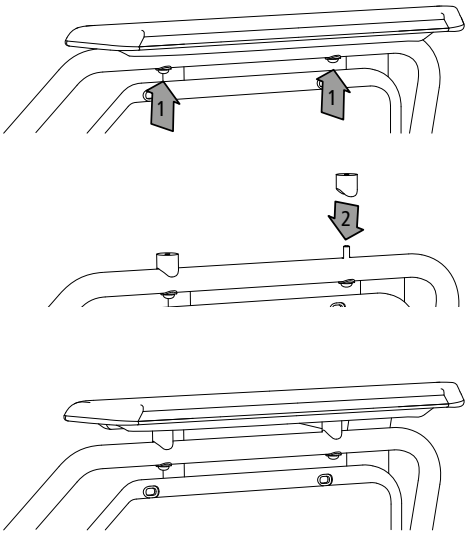

afb. 36
1. Draai de bouten (1, afb. 36) waarmee de armsteun aan het frame is bevestigd, los.
2. Vervolgens verwijdert u de armsteun van het frame en plaatst u beide hoogte-adapters op de boorgaten (2, afb. 36) van de armsteunen op het frame.